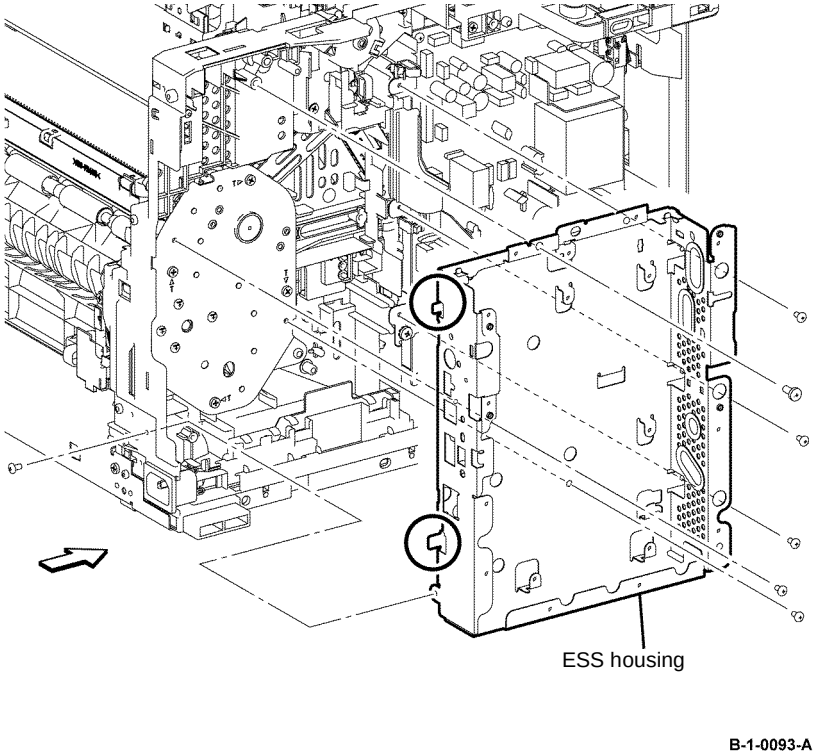

Figure 1 ESS housing removal
13. Remove six screws (silver, M3, 6mm) and one screw (silver, tapping, M4, 10mm), that fix the ESS housing. Release the two tabs from the frame, then remove the ESS housing from the printer, Figure 1.